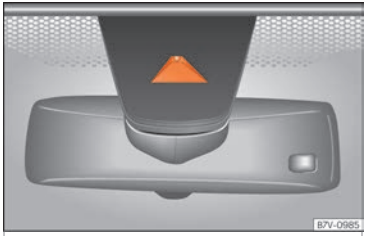

Fig. 268 On the windscreen: field of vision of the camera of the Lane Assist system camera.
- **Before starting travel, verify that the camera's field of vision is not covered** ››› Fig. 268.